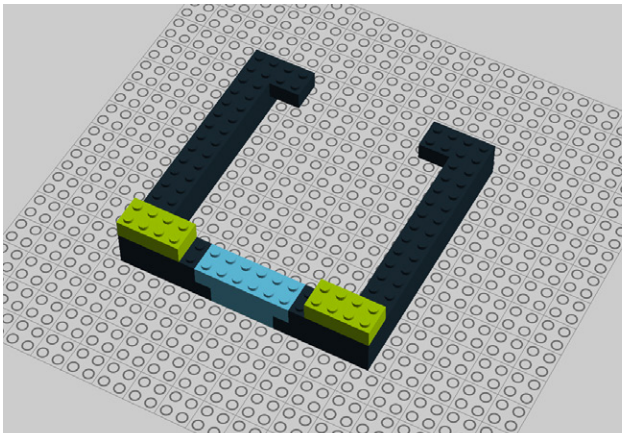

Figure 9-14. *Step 9: Adding more 2x4 bricks*
9. Then add two more 2x4 bricks (Figure 9-14).